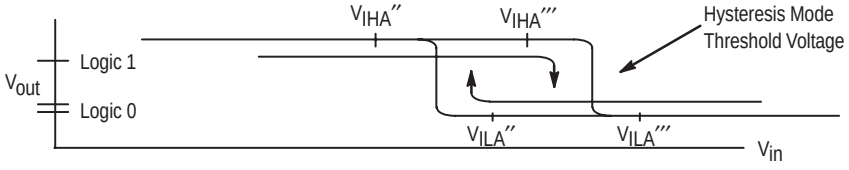

Figure 1. Hysteresis Mode Threshold Voltage
2. Output latched to logic high state prior to test. V_{IHA}', V_{ILA}' are standard logic 1 and logic 0 MTTL threshold voltages. V_{IHA}'', V_{ILA}'', V_{IHA}''' and V_{ILA}''' are logic 1 and logic 0 threshold voltages in the hysteresis mode as shown in Figure 1 on page 301.
2. Output latched to logic high state prior to test. $V_{IHA'}$, $V_{ILA'}$ are standard logic 1 and logic 0 MTTL threshold voltages. $V_{IHA''}$, $V_{ILA''}$, $V_{IHA'''}$ and $V_{ILA'''}$ are logic 1 and logic 0 threshold voltages in the hysteresis mode as shown in Figure 1 on page 301.